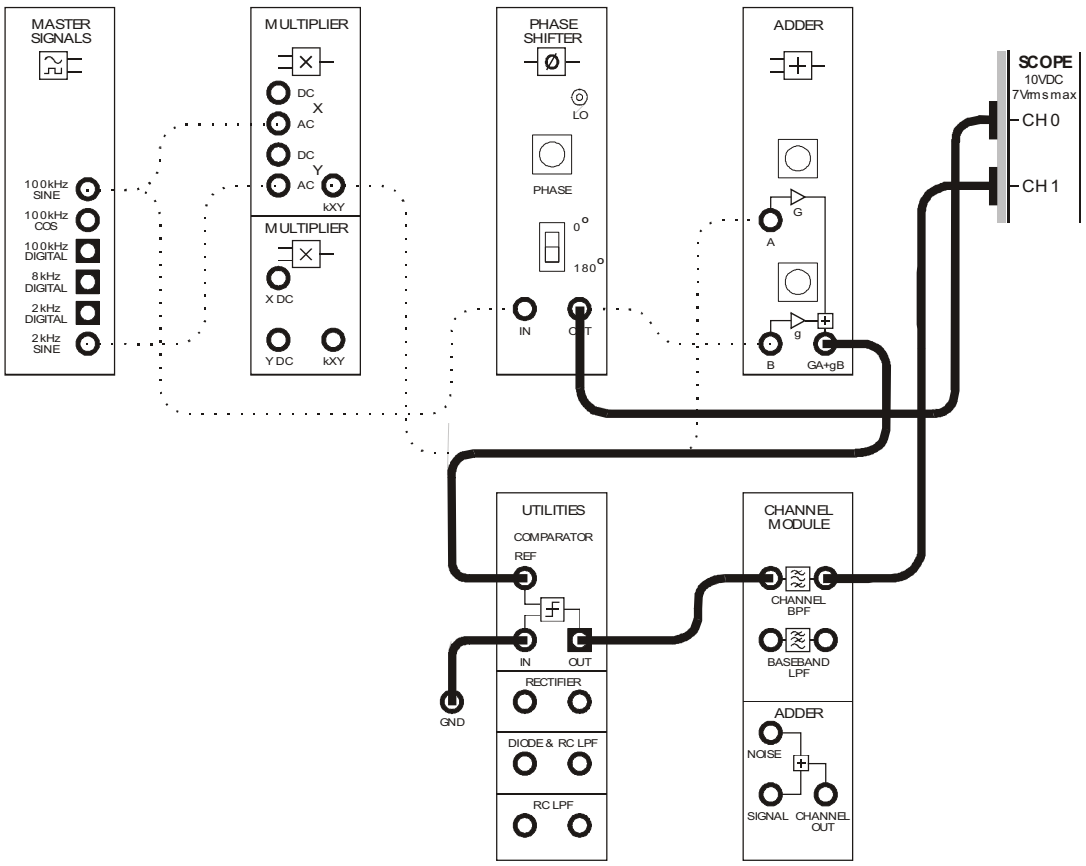
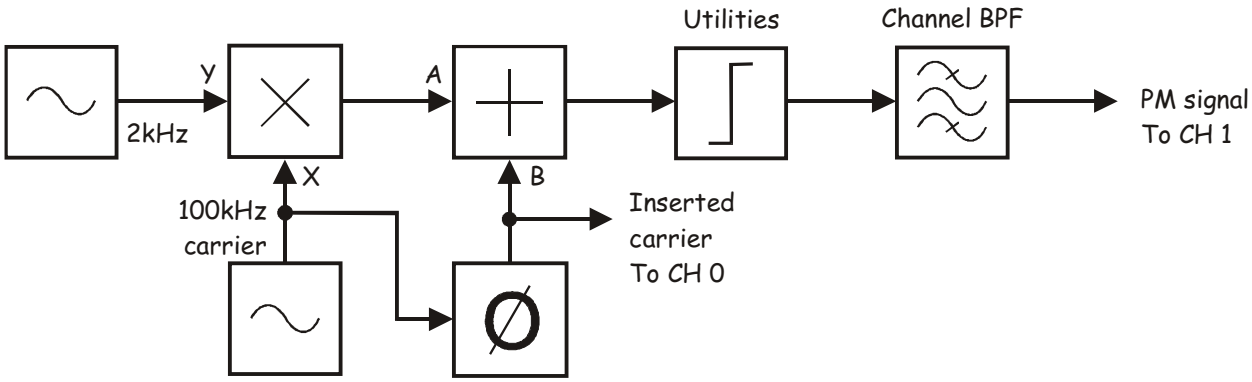

Figure 12
Figure 13
34. Modify the set-up as shown in Figure 12 below making sure that you change both scope connections as indicated.
The set-up in Figure 12 can be represented by the block diagram in Figure 13 below. The Comparator on the Utilities module is used to remove the modulated carrier's envelopes. The Channel BPF is used to remove the additional spectral components that this limiting inevitably adds.